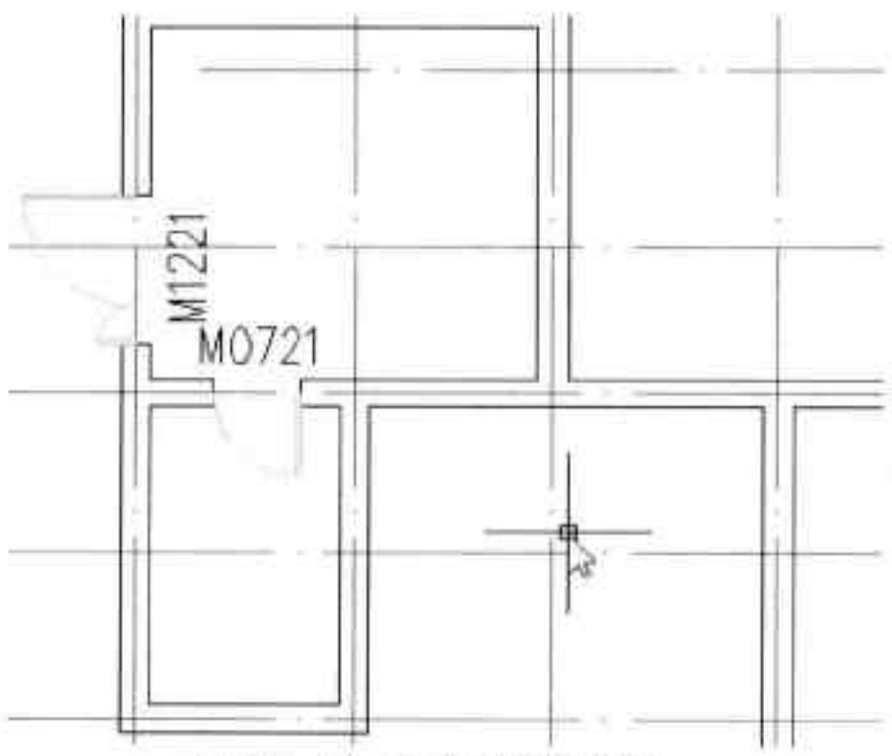

图16-73 插入单扇门图块
Step 09 双击门图块，返回至“门”对话框，将“门宽”设为 700，然后在绘图区域中，指定好门位置，即完成卫生间门的插入操作，如图 16-73 所示。